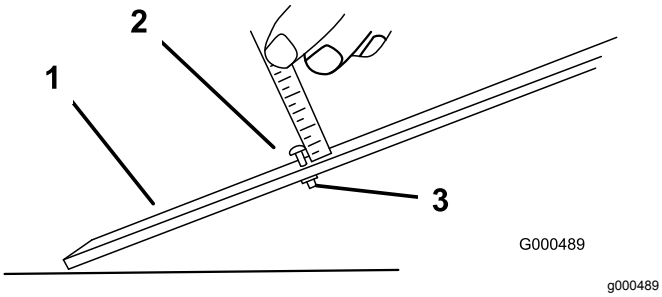

Figuur 13
1. Draai de moer op de hoogtelat los en draai de stelschroef op de gewenste maaihoogte (Figuur 13).